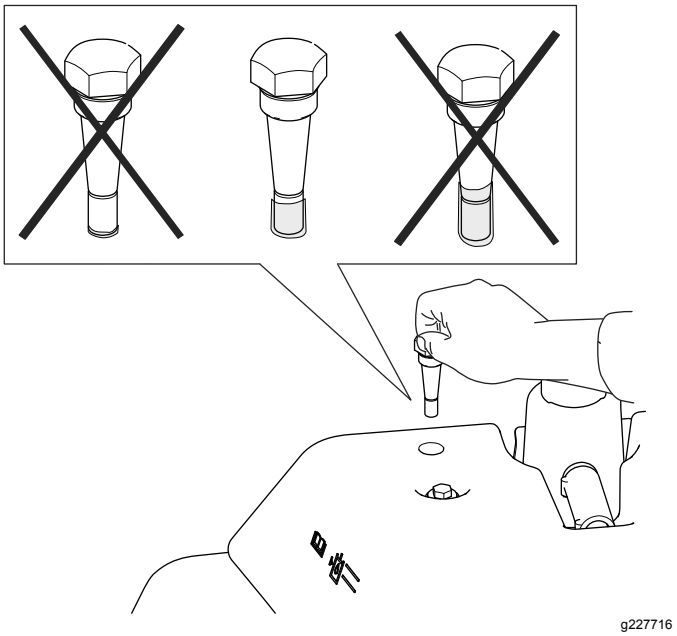

Figur 55
4. Ta bort oljestickan och kontrollera vätskenivån. Om vätskenivån ligger mellan markeringarna på oljestickan finns det tillräckligt med vätska. Om vätskenivån inte är mellan markeringarna ska du justera vätskenivån därefter (Figur 55).